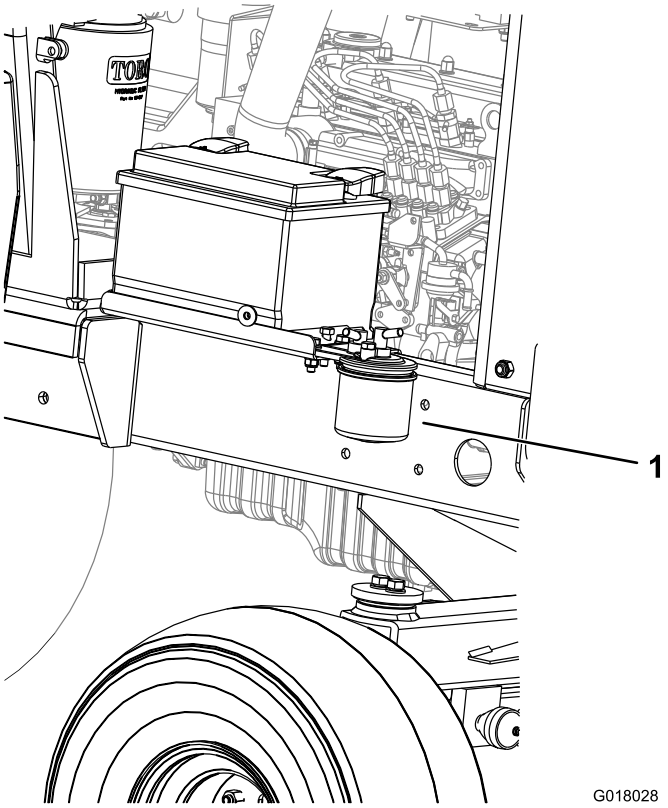

Figur 52
1. Sätt en ren behållare under bränslefilterskålen (Figur 52).